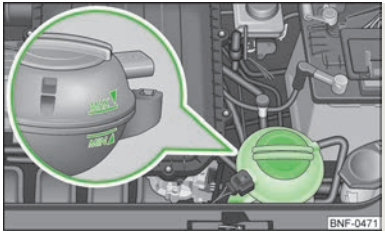

Fig. 101
When refilling, we only recommend you use the same antifreeze written on the antifreeze expansion tank » Fig. 101 on page 112.
› Check the level of coolant in the coolant expansion bottle » Fig. 101. The coolant level when the engine is cold must lie between the "MIN" and "MAX" markings. The level may also rise slightly above the "MAX" marking when the engine is warm.
- Place a cloth over the cap of the coolant expansion reservoir » Fig. 101 on page 112 and unscrew the cap **carefully**.
Do not fill the coolant above the mark "MAX" » Fig. 101 on page 112! Excess coolant heats up and then is forced out of the cooling system through the pressure relief valve in the cap.